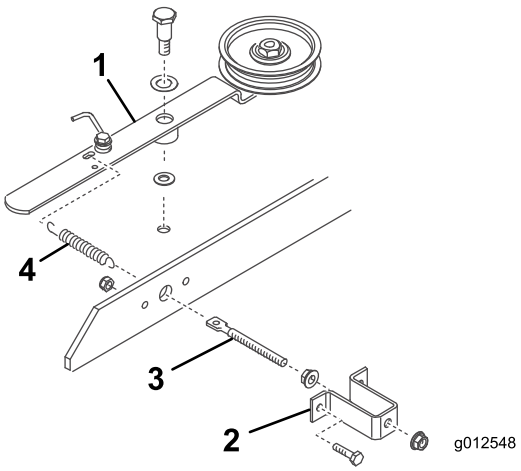

Figur 20
3. Skru en flensmutter (5/16-18 inch) ca. 5 cm inn på gjengestangen (Figur 20).
4. Sett enden av gjengestangen inn i det store hullet i fjærbraketten og fest den løst med en annen flensmutter (5/16–18 tomme) (Figur 20). Ikke stram flensmutterne.
5. Sett den andre enden av gjengestangen inn i hullet i brostangen og fest fjærbraketten til broen med to bolter og låsemuttere (Figur 20).
6. Hekte den korte sløyfen på fjæren i hullet i gjengestangen og den lange sløyfen i hullet i lederullarmen (Figur 20).
7. Fest lederullarmen i klippeenheten med følgende deler, i denne rekkefølgen: en tappskrue (3/8–16 tomme), en trykkskive (1/2 tomme), lederullarmen, en trykkskive (3/8 tomme), klippeenheten og en låsemutter (3/8–16 tomme) (Figur 20). (Ikke stram flensmutterne på gjengestangen ennå. Juster fjærspenningen etter at blåsemaskinenheten og beltet er installert.)